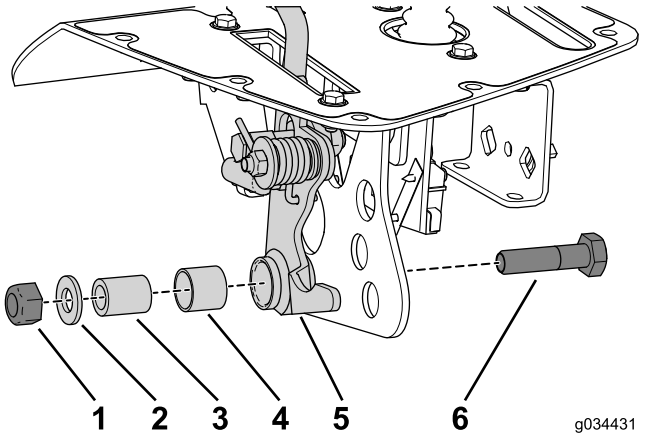

Figur 22
2. Brug låsemøtrikken, den flade spændeskive, afstandsrøret og den bolt, du fjernede tidligere, til at fastgøre håndtaget til beslaget (Figur 22).